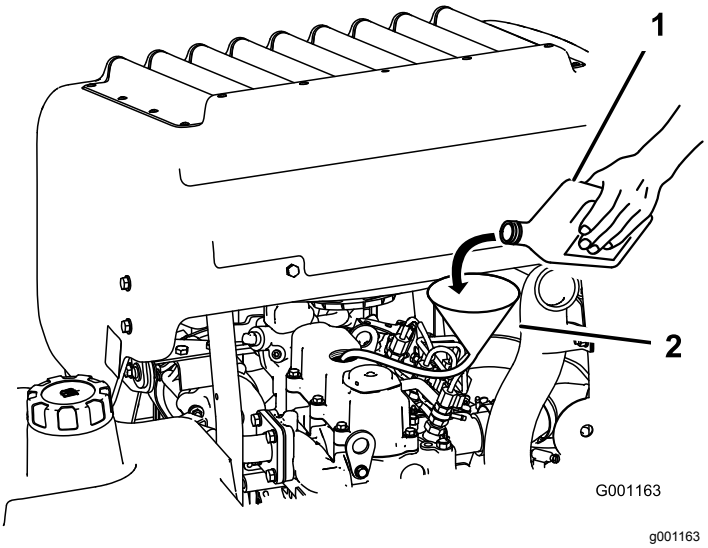

Figur 65
3. Bruk slange og trakt når du fyller olje på motoren (Figur 65).